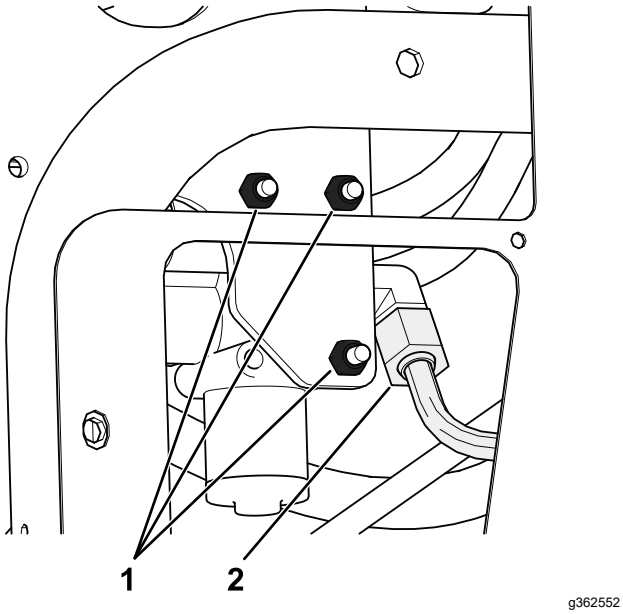

Figur 5
A. Fjern de 3 bolte og møtrikker, der fastgør den eksisterende løfteventil til stellet, og afmonter den fra stellet, så du kan fjerne T-fittingen (340-94) som vist i Figur 5.